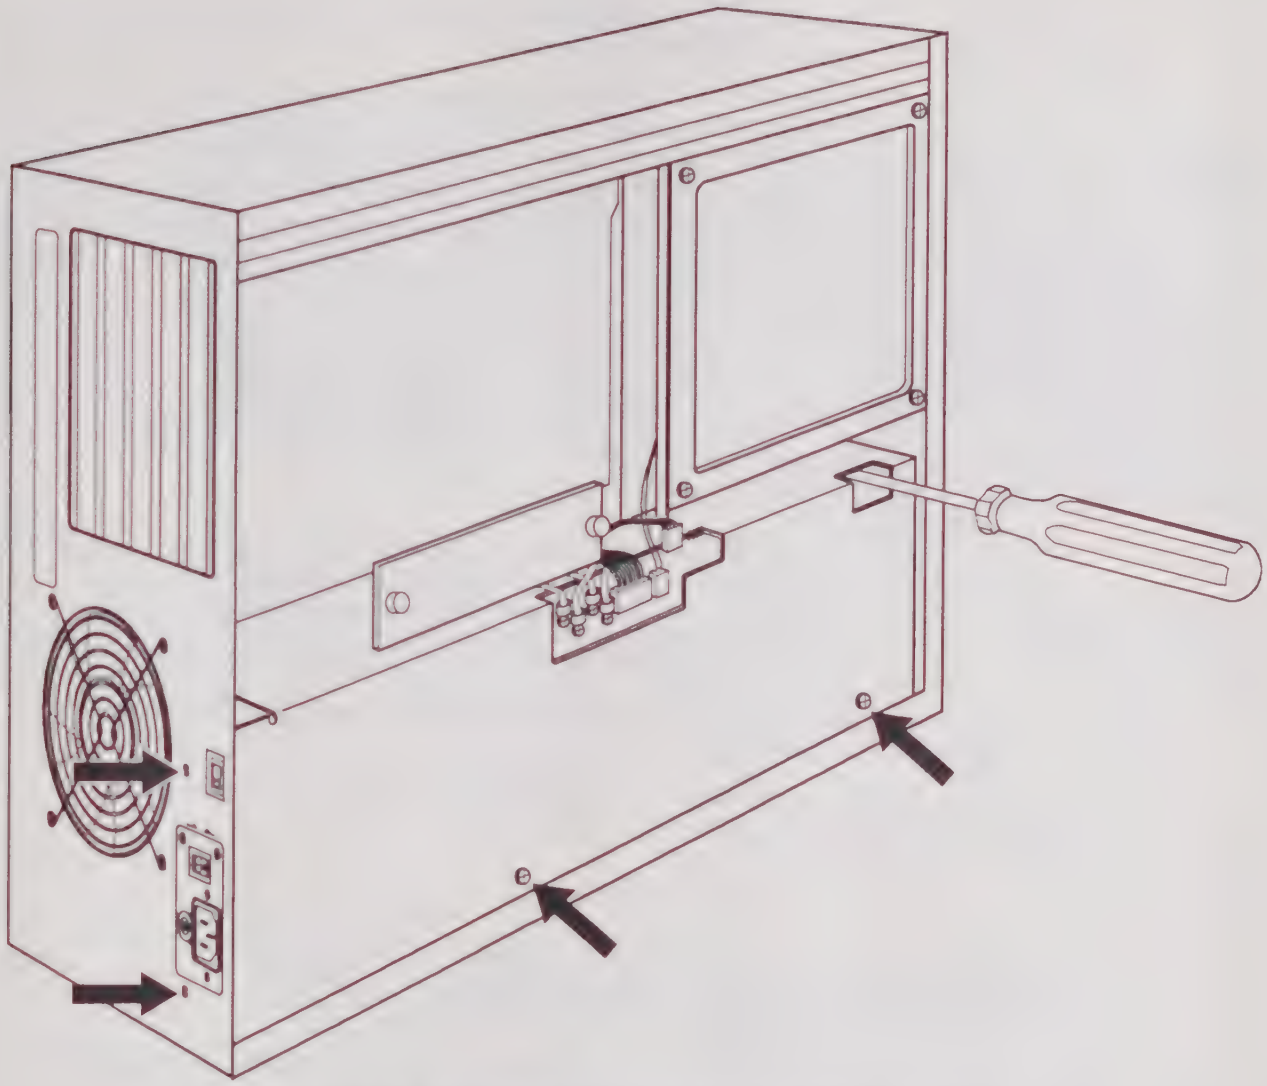

Figure 3-16. Removing the power supply retaining screws.
2. From the bottom of the instrument, remove attaching screws (one screw must be accessed through a slot in the power supply housing). See Figure 3-16 for the location of the bottom power supply attaching screws (there are two more on the rear panel).